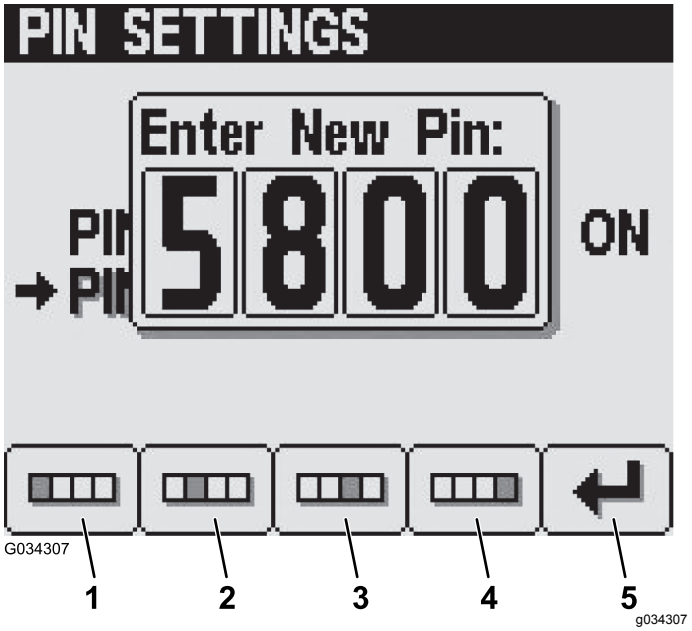

図 29
5. ボタン 14 を使って新しい PIN を入力し、入力が完了したらボタン 5 を押す図 29。